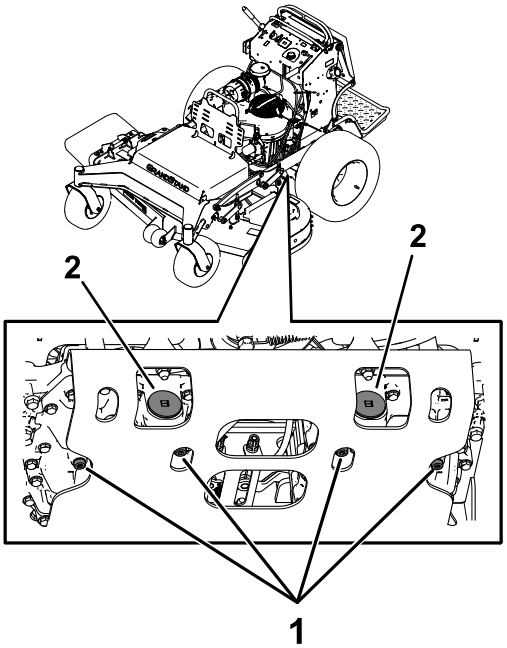

Figura 72
5. Localice el tapón de vaciado en la parte inferior de cada transmisión, y coloque un recipiente de vaciado debajo de los tapones (Figura 72).